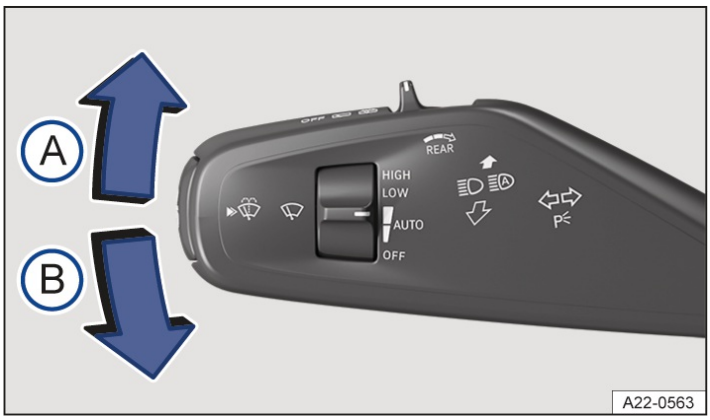

Fig. 1 On the left-hand side of the steering column: lever for turn signal, high beam and windshield wiper.
2. Move the lever out of the center position into the desired position→ *fig. 1*.